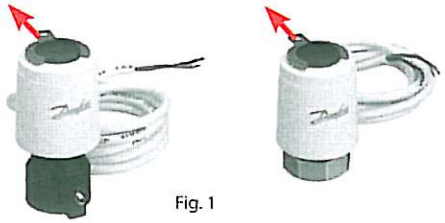

Fig. 1
3. Monter alle termoaktuatorer (24V-NC) på manifolden og fjern montageklipsene. (Fig.1) Forbind termoaktuatorene elektrisk med masteren på de respektive udgange.
6. Vælg Install på masteren ❶ (dioden for Install blinker ❷).
7. Aktiver Install ved at trykke på OK ❸ på masteren (dioden for Install lyser ❷)
8. Giv rumtermostaten et kort tryk på drejeskiven/midterste knap. ❹ (Masteren og rumtermostaten flimrer under kommunikationen ❷ + ❺)
10. Tryk på OK ❸ på masteren for at tilmelde rumtermostaten til den blinkende kanal eller vælge en anden kanal vha. >❻ på masteren
11. Hold rumtermostaten mod væggen hvor den ønskes placeret og foretag en linktest ved at give rumtermostaten et kort tryk på drejeskiven/midterste knap. ❹ Tilfredsstillende signal (dioden i rumtermostaten giver et blink ❺) placering i orden. Monter rumtermostaten. Utilfredsstillende signal (dioden i rumtermostaten giver fem blink ❺). Find anden placering eller monter en antenne eller repeater så tilfredsstillende signal opnås